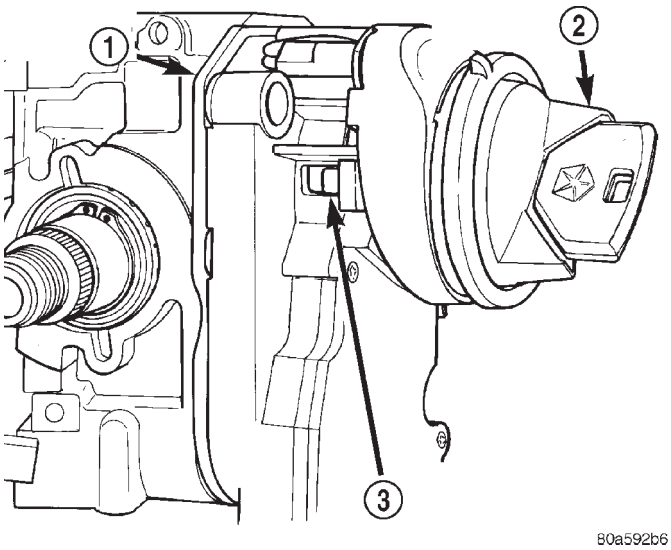

Fig. 9 Retaining Pin
(4) If equipped with automatic transmission, place shifter in PARK position.
(5) A retaining pin (Fig. 9) is located at side of key cylinder assembly.